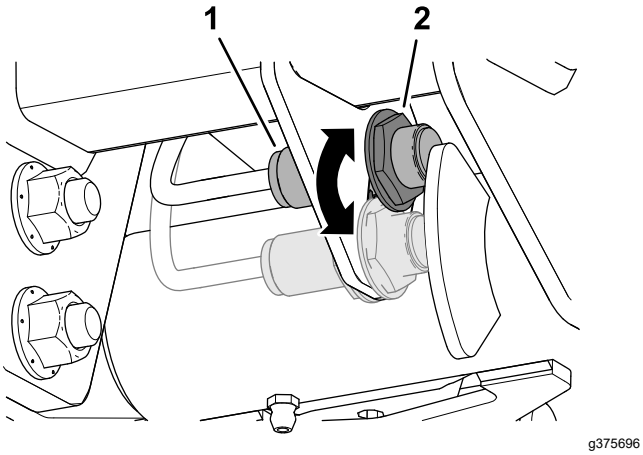

**Figuur 53**
3. Draai de contramoer los waarmee de schakelaar van de hefarm bevestigd is aan de schakelaarplaat (Figuur 53).